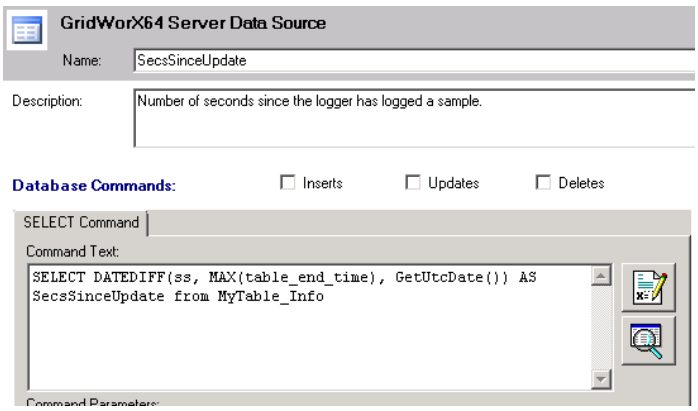

Figure 1 - GridWorX64 data source definition
7. Hit Apply when done. Your data source should look something like Figure 1.